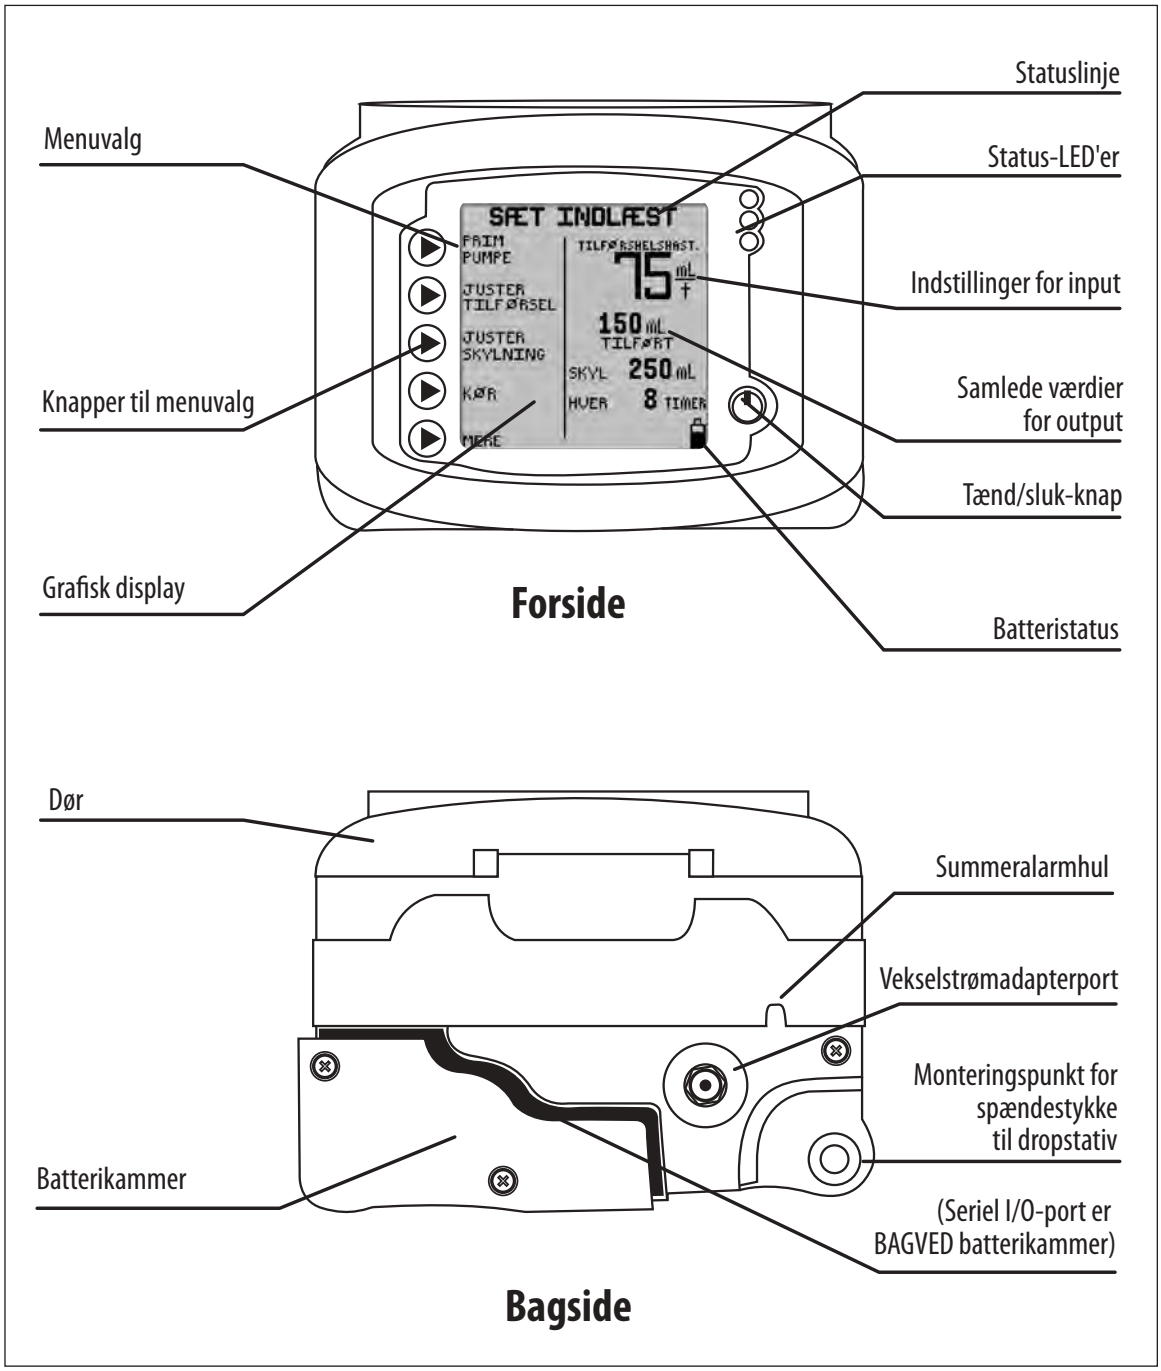

Figur 1A. Funktioner på Kangaroo™ Joey-pumpen til enteral ernæring, set forfra og bagfra.
13. **Advarsel:** Den serielle I/O-port (se figur 1A) er kun beregnet til brug af fabrikanten eller en uddannet servicetekniker.
Tilslut vekselstrømadapteren (reservedelnummer 383491) til vekselstrømadapterporten bag på pumpen. Se figur 1A for at finde portens placering på pumpen.